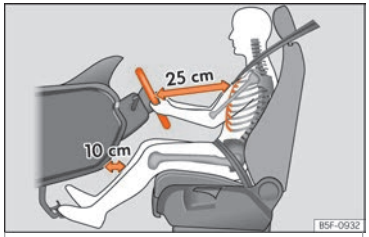

Abb. 3 Der richtige Abstand des Fahrers zum Lenkrad muss mindestens 25 cm (10 inch) betragen.
- Lenkrad so einstellen, dass der Abstand zwischen Lenkrad und Brustbein mindestens 25 cm (10 Zoll) beträgt ››› **Abb. 3** und das Lenkrad mit beiden Händen und leicht gebeugten Armen seitlich am äußeren Rand festgehalten werden kann.
- Fahrersitz in Längsrichtung so einstellen, dass die Pedale mit leicht angewinkelten Beinen durchgetreten werden können und der Abstand zur Instrumententafel im Kniebereich mindestens 10 cm (4 Zoll) beträgt ››› **Abb. 3**.